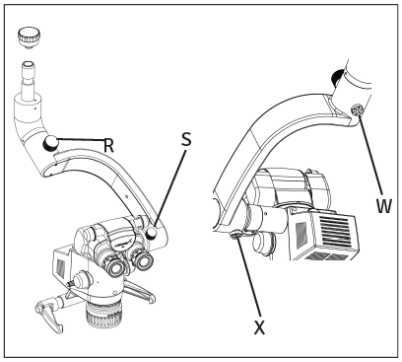

Fig. 41
- **Counter Balancing mechanism is provided with Hex Screws X and W to adjust force with clockwise/anticlockwise rotation on carrier Arm to take care of extra loads of accessories Refer Fig.41.**